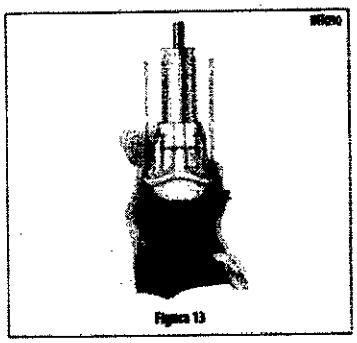

Figura 13
3. Descienda la válvula hacia el anillo manteniendo una tracción en las suturas (Figura 13).